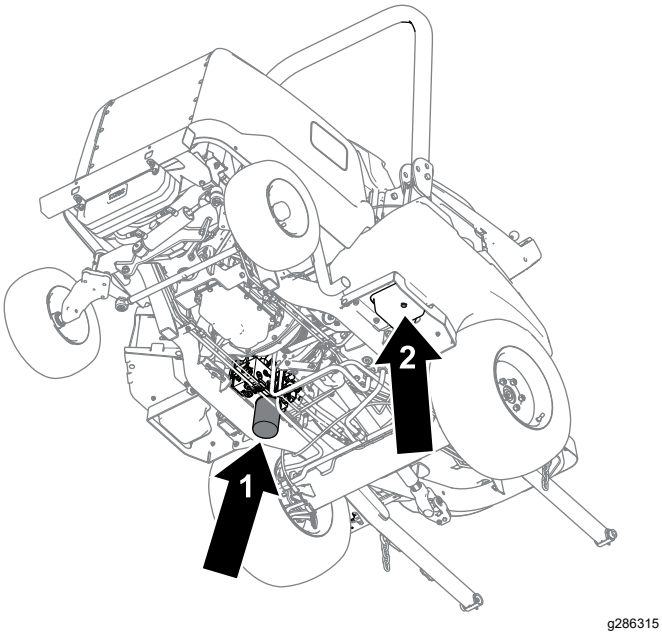

Figuur 85
4. Verwijder de aftapplug (Figuur 85) uit de bodem van de tank en laat de hydraulische vloeistof in de bak lopen.
6. Plaats een opvangbak onder het filter (Figuur 85), verwijder het filter en laat resterende olie lekken in de bak.